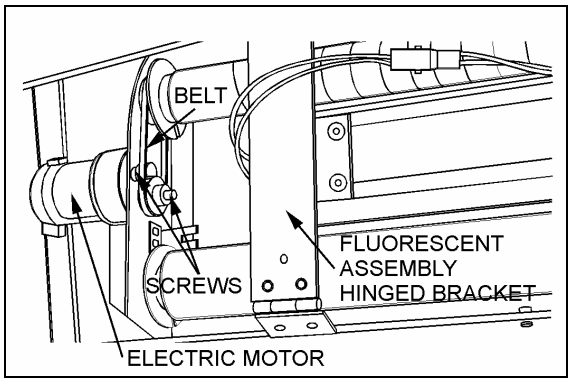

FIGURE 20: DESTINATION SIGN-ELECTRIC MOTOR 23034
3. Remove both screws retaining motor to destination sign frame (Fig. 20).
2. Insert projection at end of *"BOBRICK"* key into rectangular hole in cover (Fig. 20). Push straight in. While holding *"BOBRICK"* key in, turn cover counterclockwise about 1/8 turn.